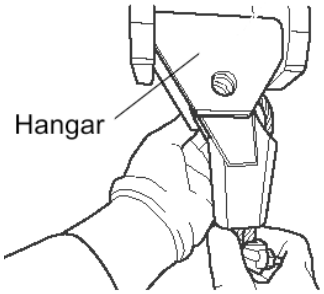
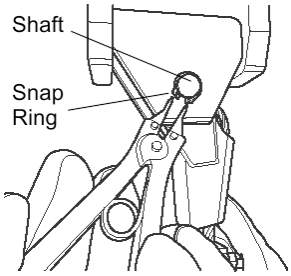

Figure 6-42
Figure 6-43
26) Insert the Terminal into the Rope Anchorage Assembly. Attach the Rope Anchorage Assembly into the Hangar using the Rope Anchorage Shaft as shown in **Figure 6-42**. Firmly reattach the Snap Ring to the Rope Anchorage Shaft as shown in **Figure 6-43**. Confirm snap ring is fully seated.